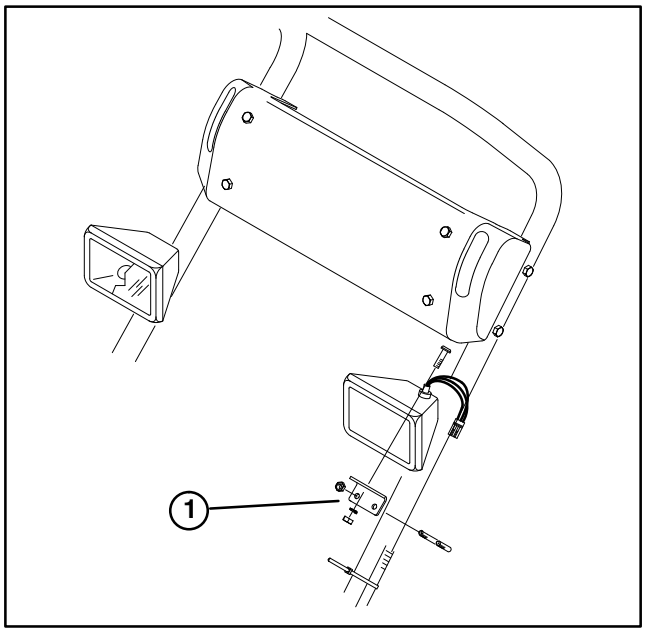

Figure 4
14. Mount a light bracket on each side of handle with a clamp and two nylon insert locknuts (Fig. 4). Light with On/Off switch to be mounted on left side of handle.